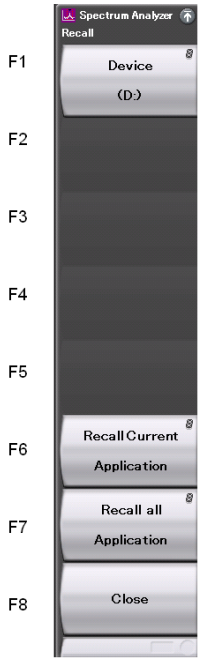

Figure 3.6.2-1 Recall menu
1. Press Recall from the Configuration, Signal Analyzer, or Spectrum Analyzer screen to display the Recall menu shown in Figure 3.6.2-1.
1. Press Recall from the Configuration, Signal Analyzer or Spectrum Analyzer screen to display the Recall menu shown in Figure 3.6.2-1.